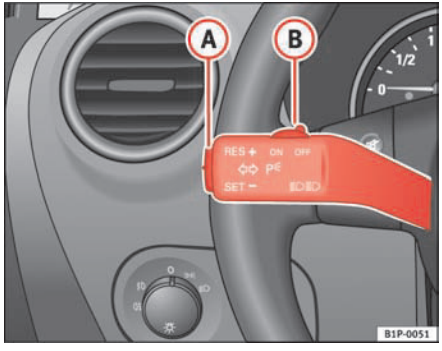

Fig. 124 Turn signal and main beam lever: switch and rocker switch for CCS
– Press the lower part of the rocker switch once briefly when you have reached the speed you wish to set, **SET** ⇒ fig. 124 (A).